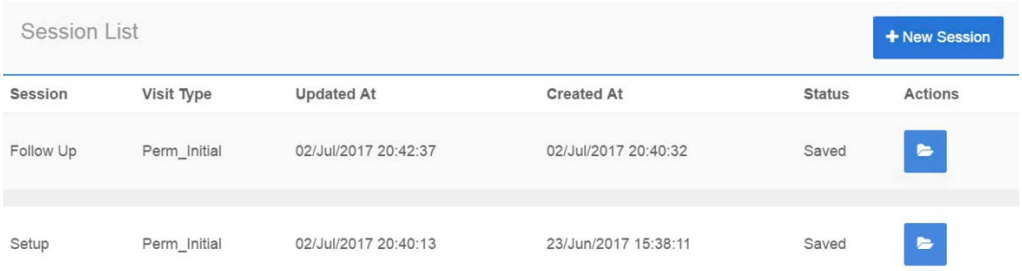

Figure 7.16: Survey session list.
4. The session list displays all the surveys that have been created (Figure 7.16).
1. Touch the *+ New Session* button to create a new survey (Figure 7.16).